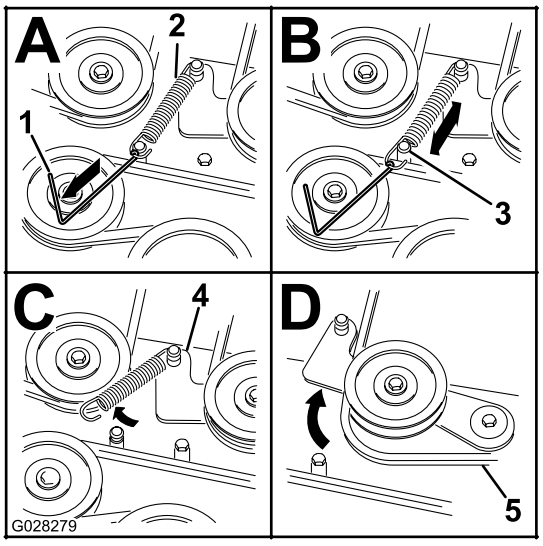

Figure 75
5. Détachez le ressort de la poulie de tension à ressort; voir Figure 75.
Remarque: Utilisez l'outil de dépose de ressort (réf. Toro 92–5771) pour décrocher le ressort de l'ergot du tablier de coupe (Figure 75).